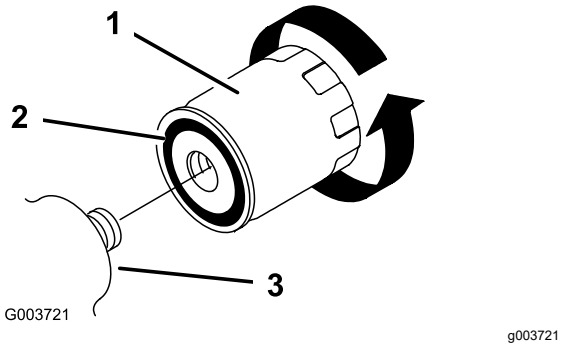

Figuur 36
5. Verwijder het oude filter (Figuur 36) en veeg het oppervlak van het filtertussenstuk schoon.
6. Smeer een dun laagje hydraulische vloeistof op de rubberen pakking van het nieuwe filter (Figuur 36).
7. Monteer het nieuwe hydraulische filter op het filtertussenstuk (Figuur 36). Draai het filter rechtsom totdat de rubberen pakking contact maakt met het filtertussenstuk. Draai het filter vervolgens nog eens ½ slag.